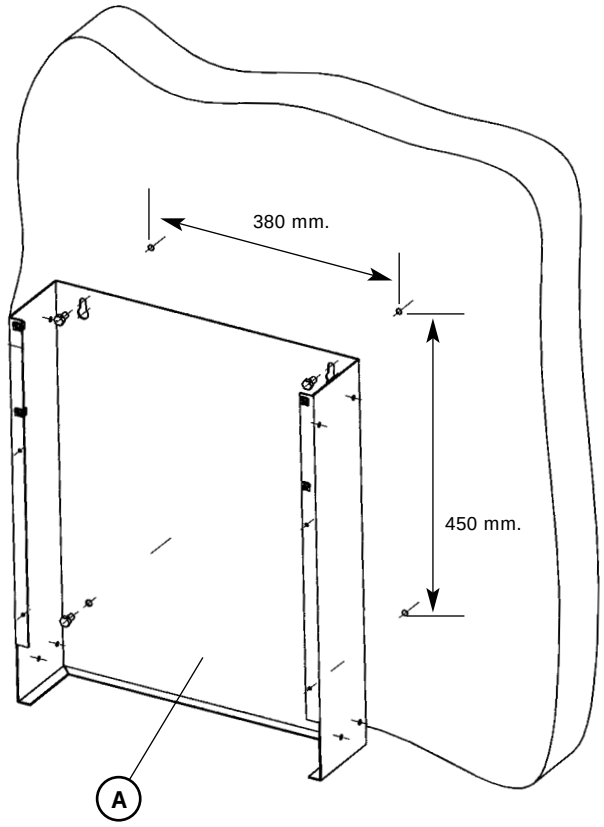

Fig. 2
1. Fix body A to the wall by using max. 8mm. Ø screws (not supplied). (See figure 2).
1 Installer le corps de la console (A) sur le mur à l'aide de vis Ø 8 mm maxi (non fournies) tel qu'il est indiqué sur la figure 2.